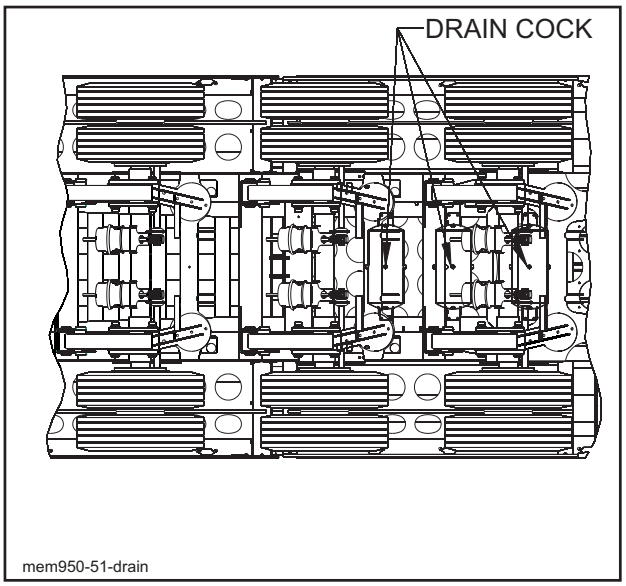

Figure 4-11 Drain Cock Locations
d. Drain air reservoir daily. A drain cock on the bottom of each air reservoir vents the tank to drain collected water and oil. If held open, air pressure in the tanks is relieved, causing the emergency or parking brakes to be applied **(See Figure 4-11)**.